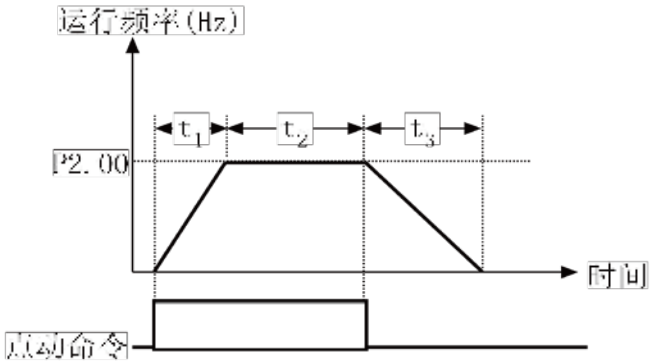

图 5-1-1 点动运行参数说明
- ◆ 如图 5-1-1 所示，t_1、t_3 为实际运行的点动加速和减速时间，t_2 为点动时间，P2.00 为点动运行频率，而由 P2.01 和 P2.02 设定的点动加减速时间为 0 到 1000rpm 所需的时间。